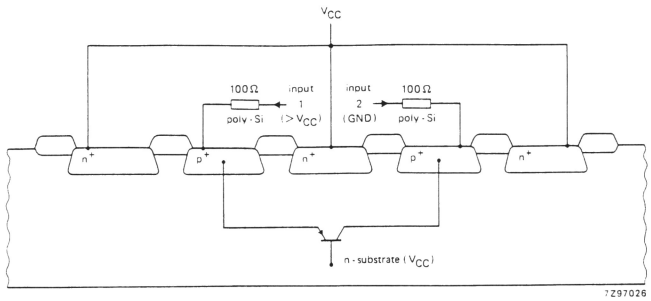
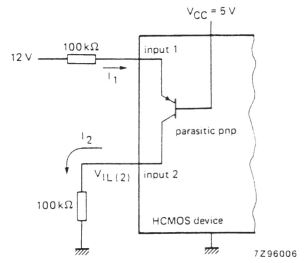

Fig. 30 Cross-section of the input protection of an HCMOS device showing the parasitic pnp transistor between adjacent inputs.
Fig. 31 12 V-to-5 V logic-level conversion at HCMOS inputs using 100 kΩ series resistors.
Parasitic bipolar pnp transistors can be present between adjacent inputs, e.g. between an input protection diode to V_{CC} and the same diode at the adjacent input, as shown in Fig.30. If the recommended operating input voltage is exceeded, perhaps by ringing of more than 0.7 V, current into the terminal (I_1) can cause a current I_2 in the parasitic transistor and in the adjacent input (Fig.31). Because I_2 in the adjacent input has to be drained by the source driving that input, the source resistance (R) must be low. If R is not low enough, the parasitic current can lift the source voltage and cause unwanted switching.
A low α permits proper logic operation in the presence of transients and also allows HIGH-to-LOW voltage translation simply by adding series input resistors. For example, in Fig.31, 12 V system logic is converted to 5 V system logic by adding a 100 kΩ resistor in each input. Since the logic signals are delayed by 1-2 μs, this arrangement is suitable for rather slow 12 V control logic such as that in automotive applications. When the input diodes are used as clamps for logic level translation, the total input current should be limited to 20 mA.